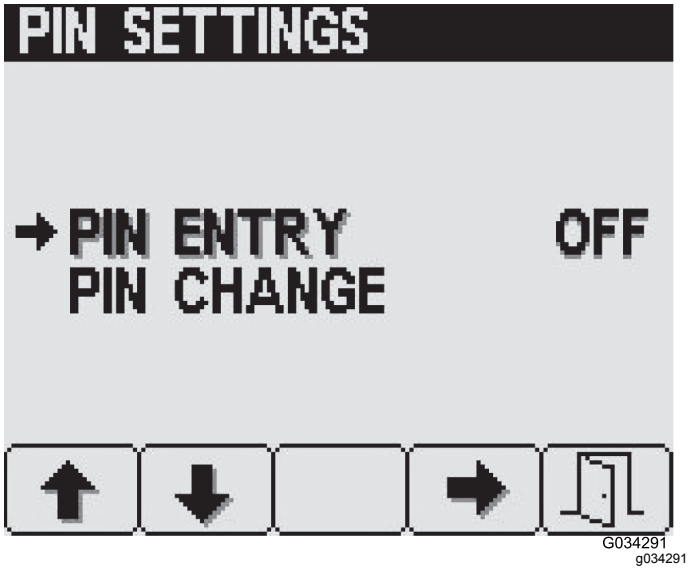

Рисунок 33
3. На экране PIN Settings (Настройки PIN-кода) нажмите кнопку 4, чтобы выбрать пункт PIN Entry (Ввод ПИН-кода), а также включить (ON) или выключить (OFF) ПИН-код (Рисунок 33).